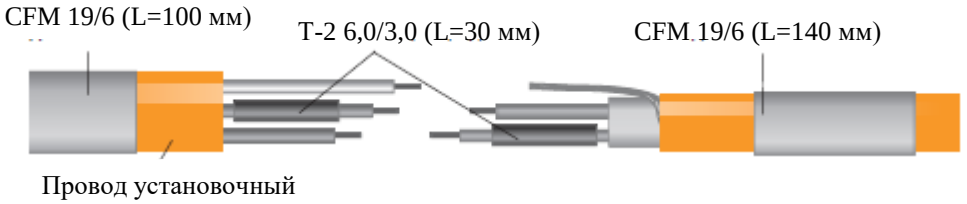

Рисунок 5
3.6. Установочный провод подготовить к монтажу согласно Рисунку 4. На токопроводящую жилу длиной 45 мм надеть термоусадочную трубку Т-2 6,0/3,0 длиной 30 мм, а на сам установочный провод надеть термоусадочную трубку CFM 19/6 длиной 100 мм (Рисунок 5).
3.7. На токопроводящую жилу нагревательной ленты длиной 45 мм надеть термоусадочную трубку Т-2 6,0/3,0 длиной 30 мм, а на саму ленту надеть термоусадочную трубку CFM 19/6 длиной 140 мм (Рисунок 5).